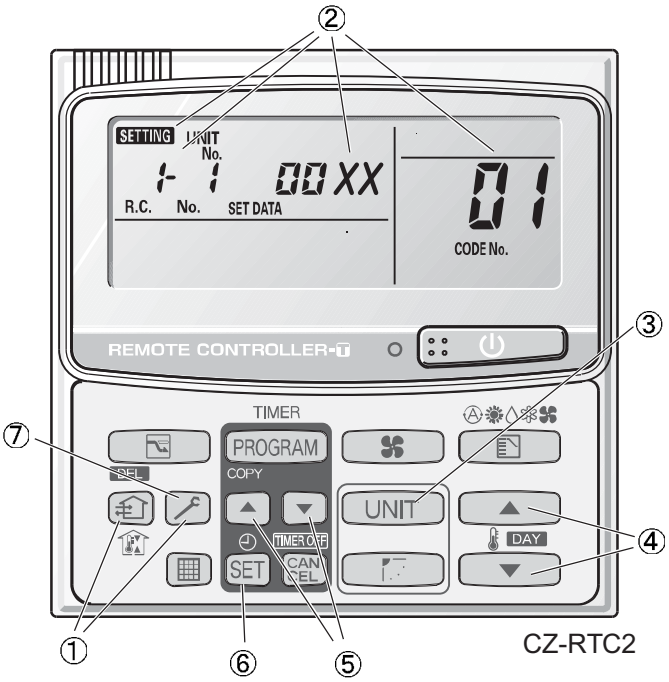

Fig. 7-1
① Press and hold the [🔧] and [⌂] buttons simultaneously for 4 seconds or longer.
② "SETTING", unit No. "1- 1" (or "ALL" in the case of group control), item code "01," and settings data "00XX" are displayed blinking on the remote controller LCD display (Fig. 7-1). At this time, the indoor unit fan (or all indoor unit fans in the case of group control) begins operating.
③ If group control is in effect, press the [UNIT] button and select the address (unit No.) of the indoor unit to set. At this time, the fan at the indoor unit begins operating.
④ Press the temperature setting [▲]/[▼] buttons to select the item code to change.
⑤ Press the timer time [▲]/[▼] buttons to select the desired setting data.
⑥ Press the [SET] button. (The display stops blinking and remains lit, and setting is completed.)
⑦ Press the [🔧] button to return to normal remote controller display.